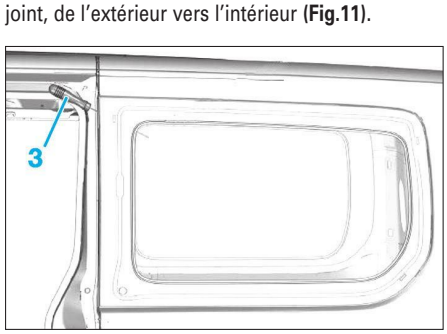

**FIG. 11**
• Passer l'alène (3) au travers du cordon d'adhésif joint, de l'extérieur vers l'intérieur **(Fig.11)**.